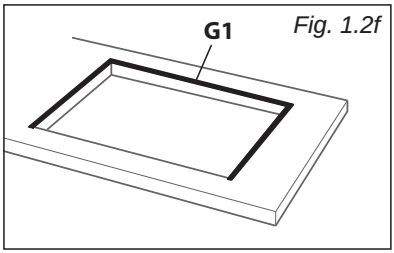
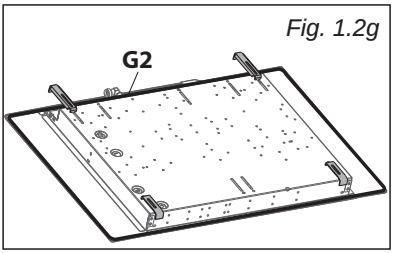
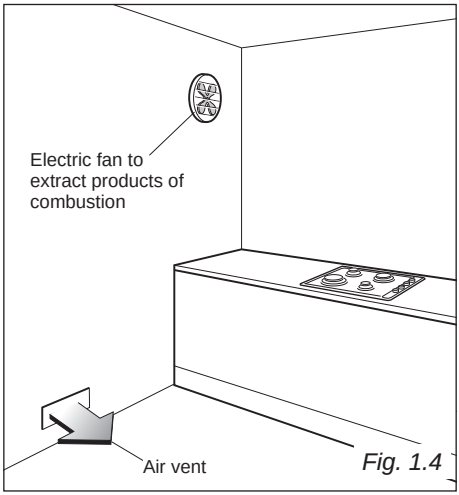

Fig. 1.2f
Fig. 1.2g
Fig. 1.4
- Models in fig. 1.4, 1.6, 1.7, 1.8 of page 25, 26: spread the longer seal "**G1**" around the left, rear and right sides (fig. 1.2f).
For the models in figs. 1.4, 1.6, 1.7, 1.8 of page 25, 26, stretch the tightest gasket "**G2**" along the entire perimeter of the cooktop. (fig. 1.2g).
If this is not possible, an electric fan may be used, attached to the external wall or the window; the fan should have a capacity to circulate air at an hourly rate of 3-5 times the total volume of the kitchen (fig. 1.4).